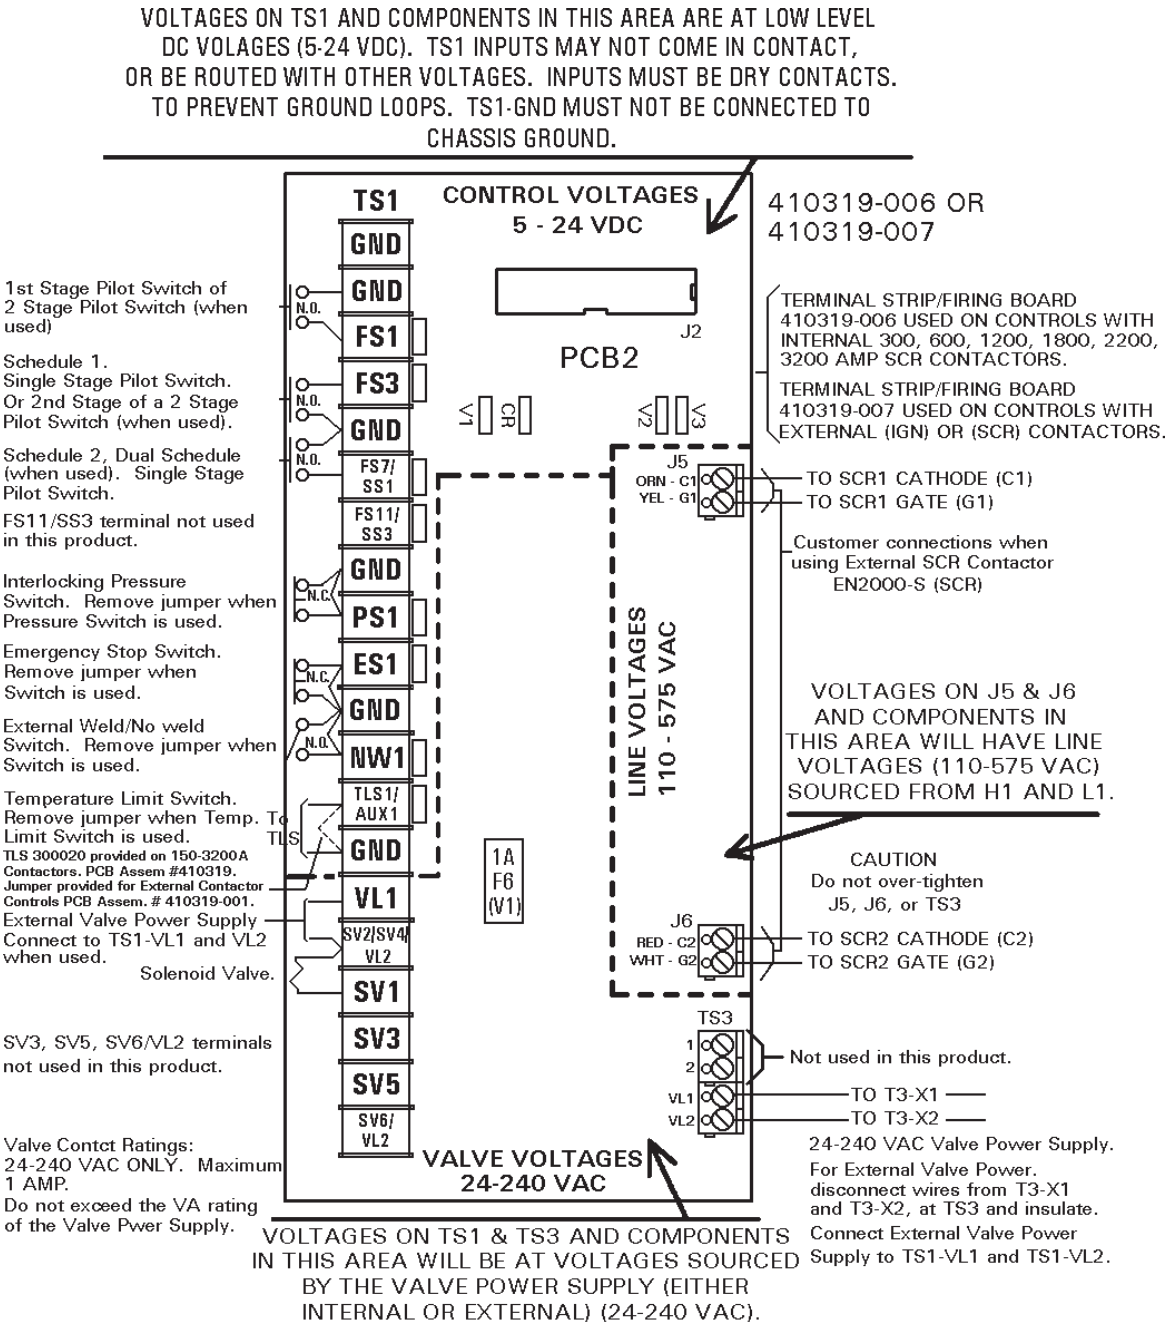

Figure 5-1. *Terminal Strip TS1/PCB2*
5.3 TERMINAL STRIP CONNECTIONS – See Figure 5-1
5.3 TERMINAL STRIP CONNECTIONS (cont.) – See Figure 5-1